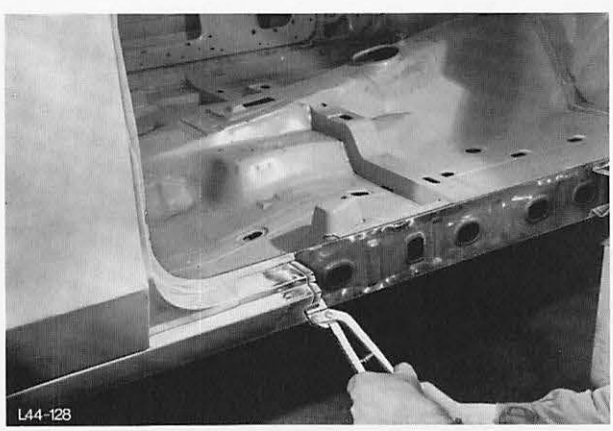

Abb. 140 Schnittkante abkanten
9. Senkrechte Schnittkante mit einer Abkantzange abkanten, Abb. 140.